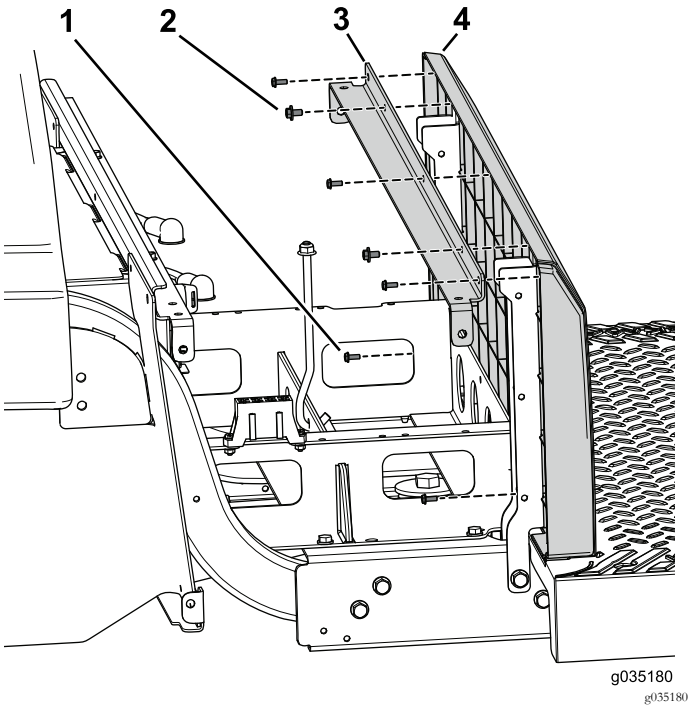

Bild 85
mit Scheiben (¼" x ½") an der linken und rechten Sitzstütze (Bild 85).
6. Befestigen Sie die hintere Platte mit den fünf Schrauben (Nr. 10 x ½") an der abgewinkelten Stützhalterung und den Sitzstützen (Bild 85).